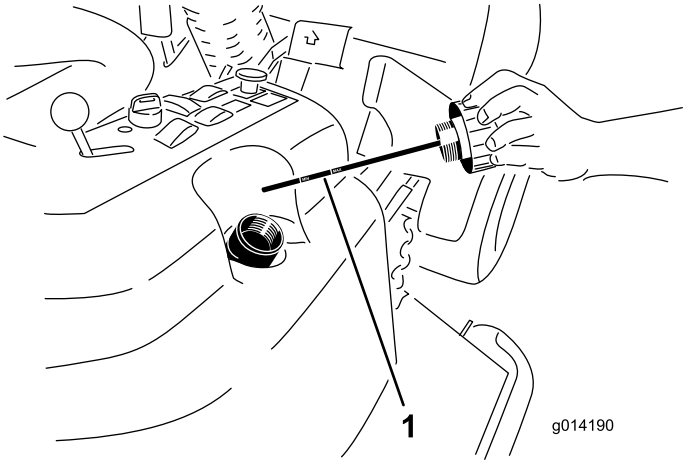

Figura 62
2. Togliete il tappo di riempimento del fluido idraulico dal collo del bocchettone (Figura 62).
3. Togliete l'asta di livello ed asciugatela con un panno pulito (Figura 62).
4. Avvitate a fondo l'asta di livello nel bocchettone di riempimento, quindi estraetela e controllate il livello del fluido (Figura 62).